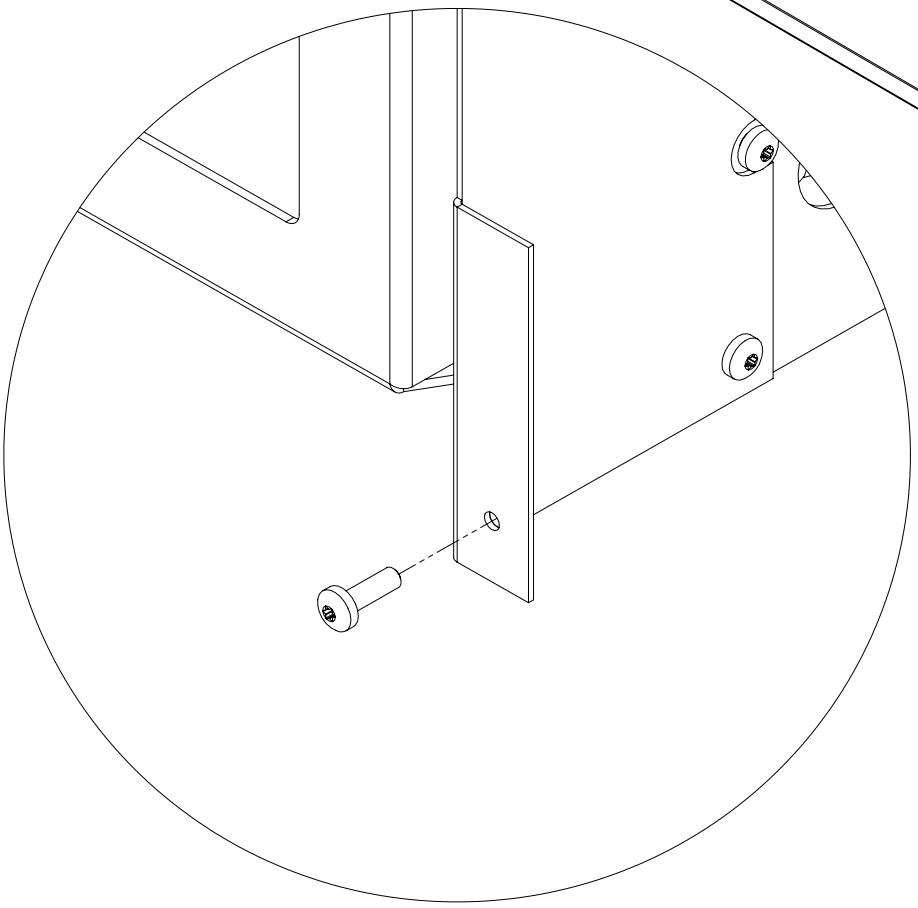

Figure 40: Trimmable Panel Screw Install Close-up.
1. Using a T20 screwdriver, screw one (1) #8-32 x .5" screws approximately 1/4" into the bottom of each Side Extension (see Figure 40).